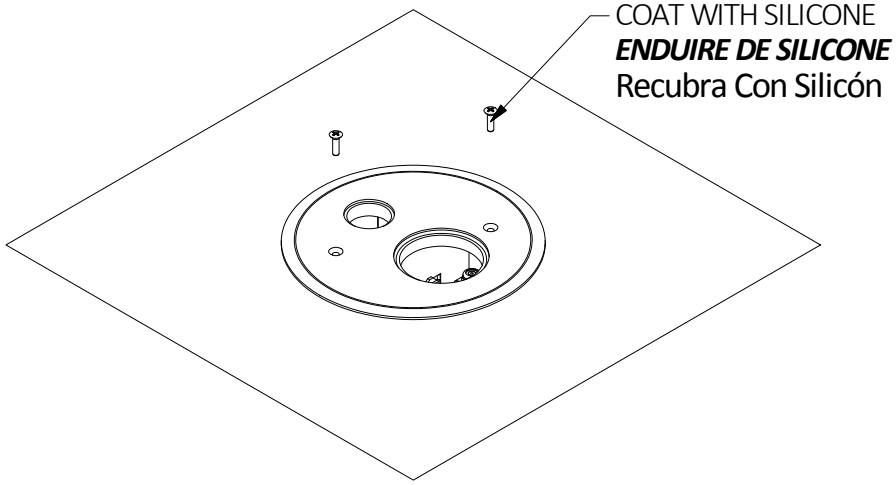

FIG. 2
4) Secure the cover to the poke through using the provided (2) #6-32 screws. Coat the screws with electrical type RTV silicone Fig 2. Torque to 6 in.lbs.
4) Fixer le couvercle à la traverse de plancher à l'aide des deux (2) vis nº 6-32 fournies. Enduire les vis de silicone RTV pour applications électriques comme à la Fig. 2. Serrer à un couple de 0,68 Nm.